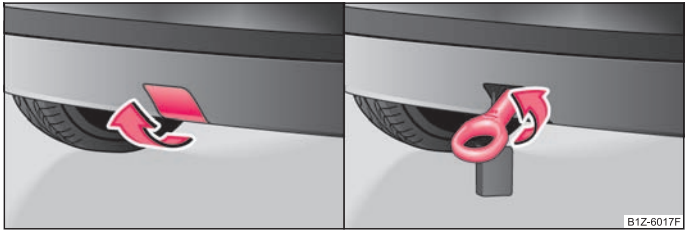

Fig. 142 Pare-chocs AR: Dépose du cache/Pose de l'oeillet de remorquage
- Enlevez le cache du pare-chocs arrière ⇒ fig. 142 - à gauche.
- Visser à la main l'oeillet de remorquage à fond dans le sens anti-horaire jusqu'en butée ⇒ fig. 142, à droite. Pour le serrage, nous recommandons d'utiliser par ex. la clé de roue*, l'oeillet de remorquage d'un autre véhicule ou un objet analogue que vous passerez au travers de l'oeillet.